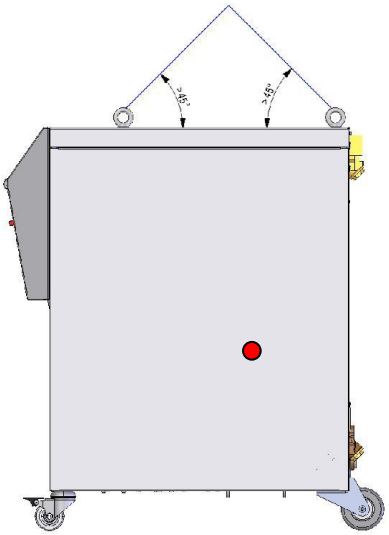

图7： 固定点
1. 按照图7系住吊绳和吊带。
2. 确保设备在起吊中没有偏斜，注意重心可能不在中间位置（→ ● 图7）。